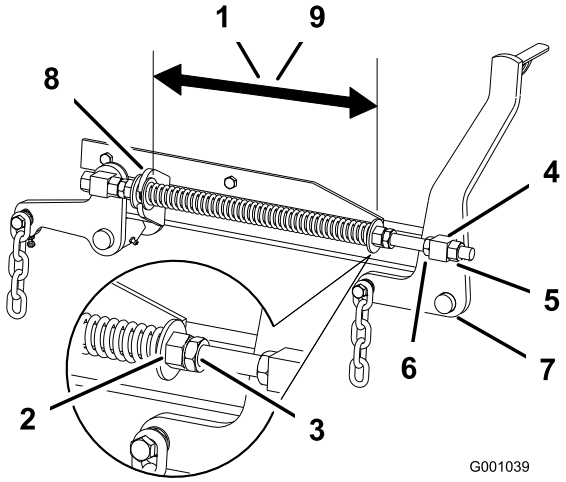

**Figur 83**
2. Kontroller afstanden mellem de to store skiver. Den skal være 28,2 cm til 52 tommers plæneklipperskjolde og 26,7 cm til 60 tommers plæneklipperskjolde (Figur 83).
3. Juster denne afstand ved at løsne fjederkontramøtrikken og dreje møtrikken foran hver fjeder (Figur 83). Når møtrikken drejes med uret, forkortes fjederen. Drejes den mod uret, bliver fjederen længere.
4. Lås møtrikken på plads ved at spænde fjederkontramøtrikken (Figur 83).